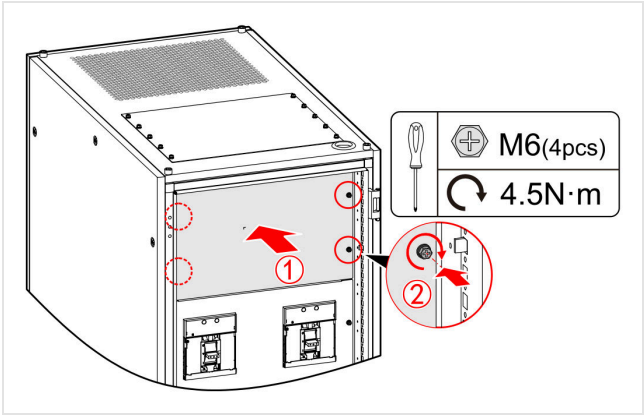

FIGURE 4-69 Refit the upper cover plate
4. Refit the upper cover plate (M6, 40 lb-in / 4.5 N·m) (Figure 4-69).